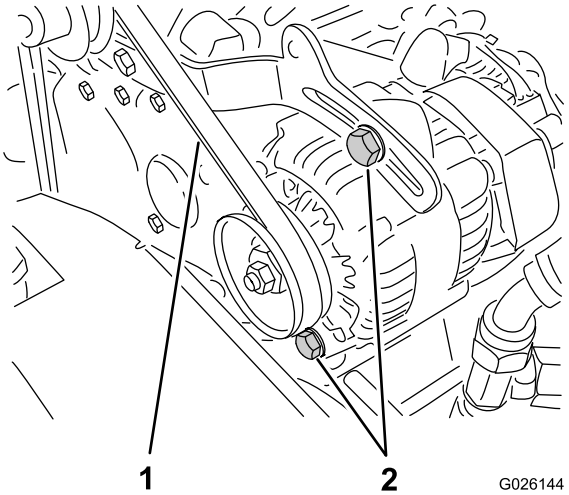

Figur 66
2. Kontrollera spänningen genom att trycka ner remmen mitt emellan vevaxel- och generatorskivorna med en kraft på 10 kg (Figur 66).
A. Lossa de två fästbultarna till generatorn (Figur 66).
B. Vrid generatorn med hjälp av en bändstång tills korrekt remspänning erhålls och dra därefter åt fästbultarna (Figur 66).